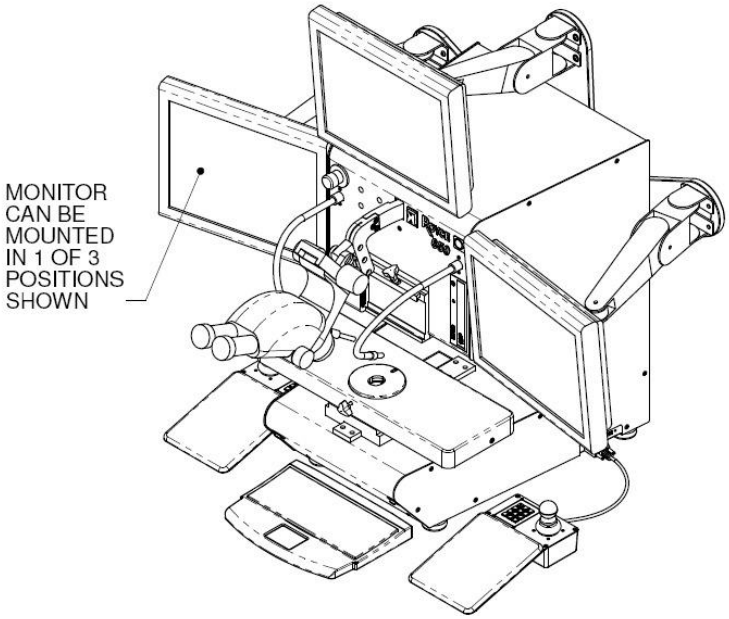

Figure 2. Royce 650 Monitor Mounting Positions
6. As shown in Figure 2, the adjustable monitor mount allows you to position the monitor on the left side, the right side, or on top of the machine. Determine the best position for the monitor for your application and then determine the orientation of the monitor arm support bracket.